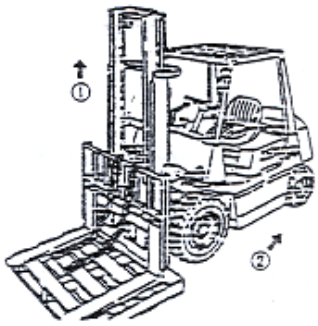

Fig. 2-71
(1) Put a pallet on the fork and park the machine on a flat ground.
(2) Lower the fork and pallet on the ground.
(3) Remove the upper end connector of chain and take off the chain from the sprocket wheel.
(4) Lift the internal mast (① in Fig. 2-71).
(5) Confirm the fork arm carrier is separated with the external mast. Drive the machine back (② in Fig. 2-71).
(6) Replace the main roller.